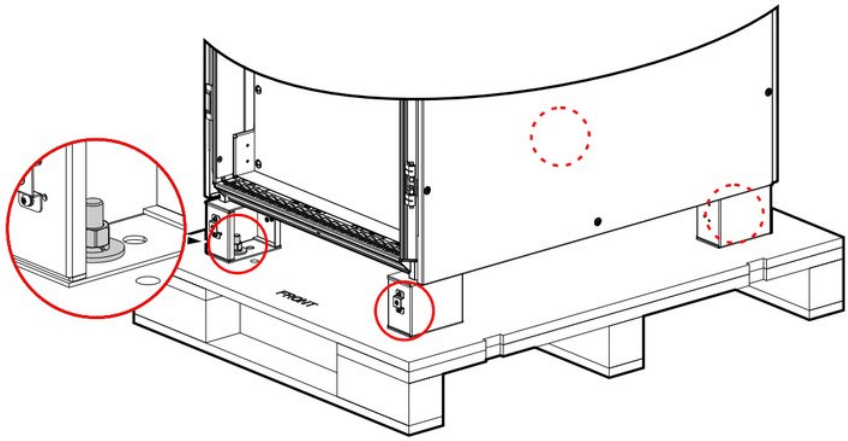

FIGURE 3-5 Bolt position
5. Unscrew the bolts that connected UPS with wooden bracket by socket wrench, the bolt position is as shown in Figure 3-5.